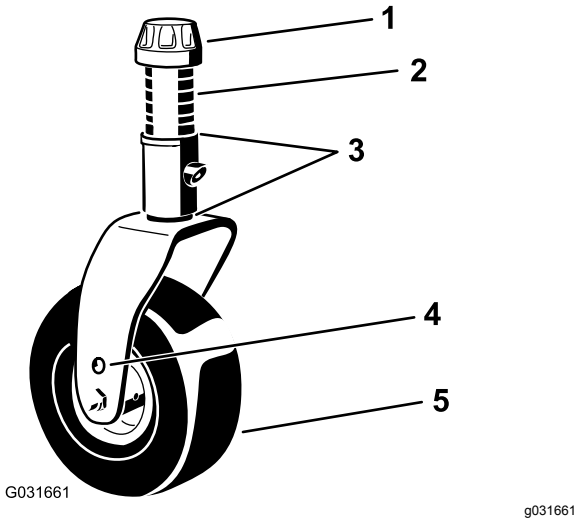
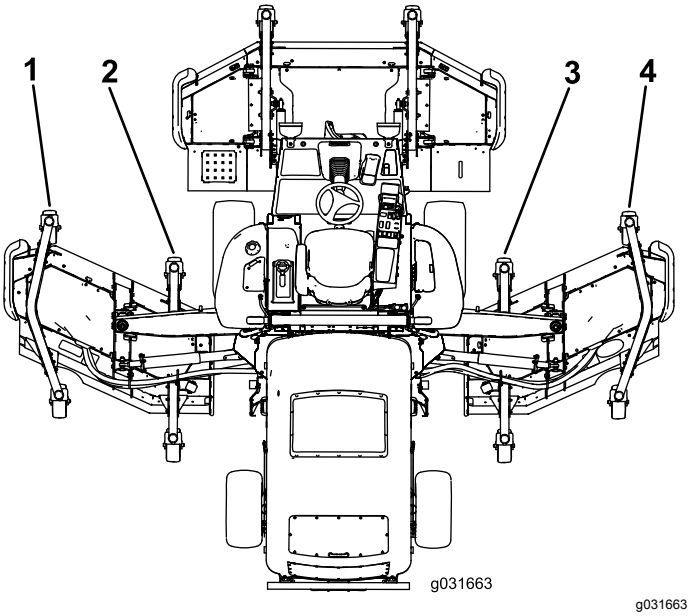

Figur 26
Figur 27
5. Om innerkanten på vingklippdäcket är för hög i förhållande till ytterkanten på det främre klippdäcket tar du bort ett mellanlägg nedtill på den främre inre svänghjulsarmen på sidoklippdäcket (Figur 26 och Figur 27).
6. Om innerkanten fortfarande är för hög tar du bort ytterligare ett mellanlägg nedtill på vingklippdäckets främre inre svänghjulsarm och ett mellanlägg från vingklippdäckets främre yttre svänghjulsarm (Figur 26 och Figur 27).
7. Om innerkanten på vingklippdäcket är för låg i förhållande till ytterkanten på det främre klippdäcket lägger du till ett mellanlägg (3 mm) nedtill på vingklippdäckets främre inre svänghjulsarm (Figur 26 och Figur 27).